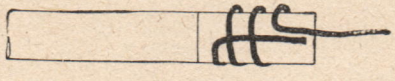

Abb. 193. Verbindung von Drähten mit Elementkohlen.
f) Anlöten von Kupferdraht an vorher verkupferte Retortenkohle. Nicht nur Spirale anlöten, sondern das Drahtende wird rückwärts aufgelegt und dann die Spirale gebogen und angelötet (Abb. 193).